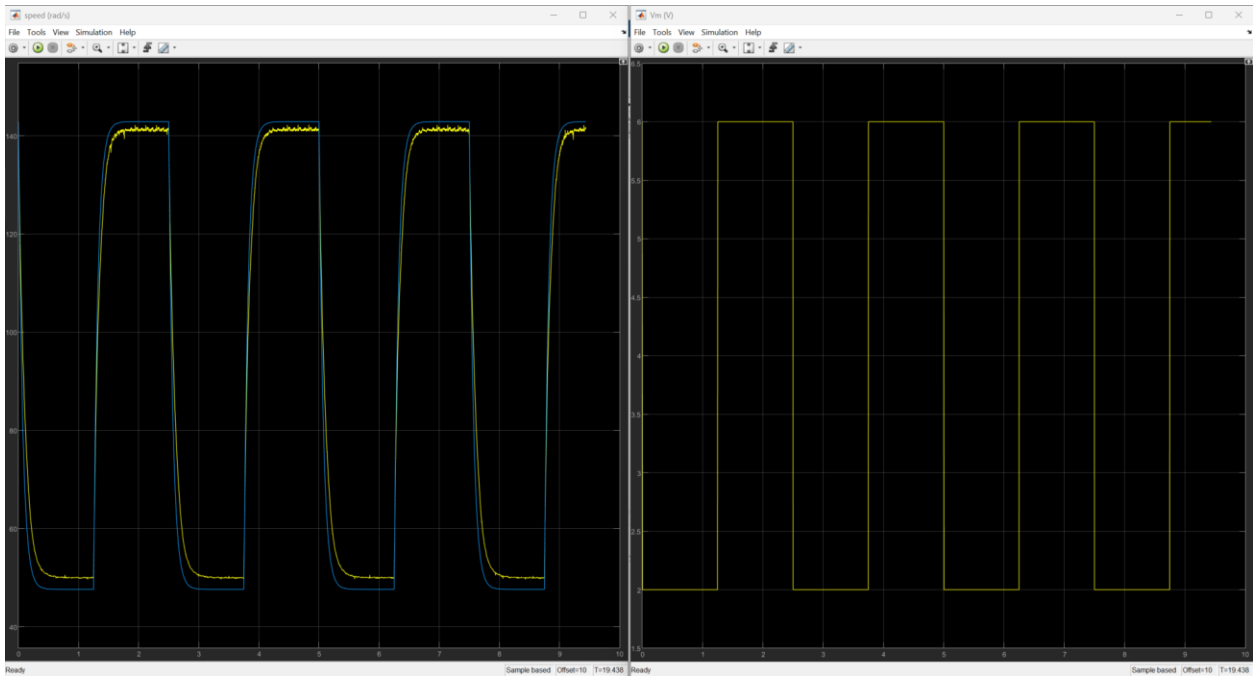

Figure 3: Speed scope of the Qube-Servo 3 Physical Vs. Model
8. Run the QUARC controller using the `Run` button on the `Simulation` tab. The speed (rad/s) scope response should be similar to Figure 3. Take a screenshot of the scope.